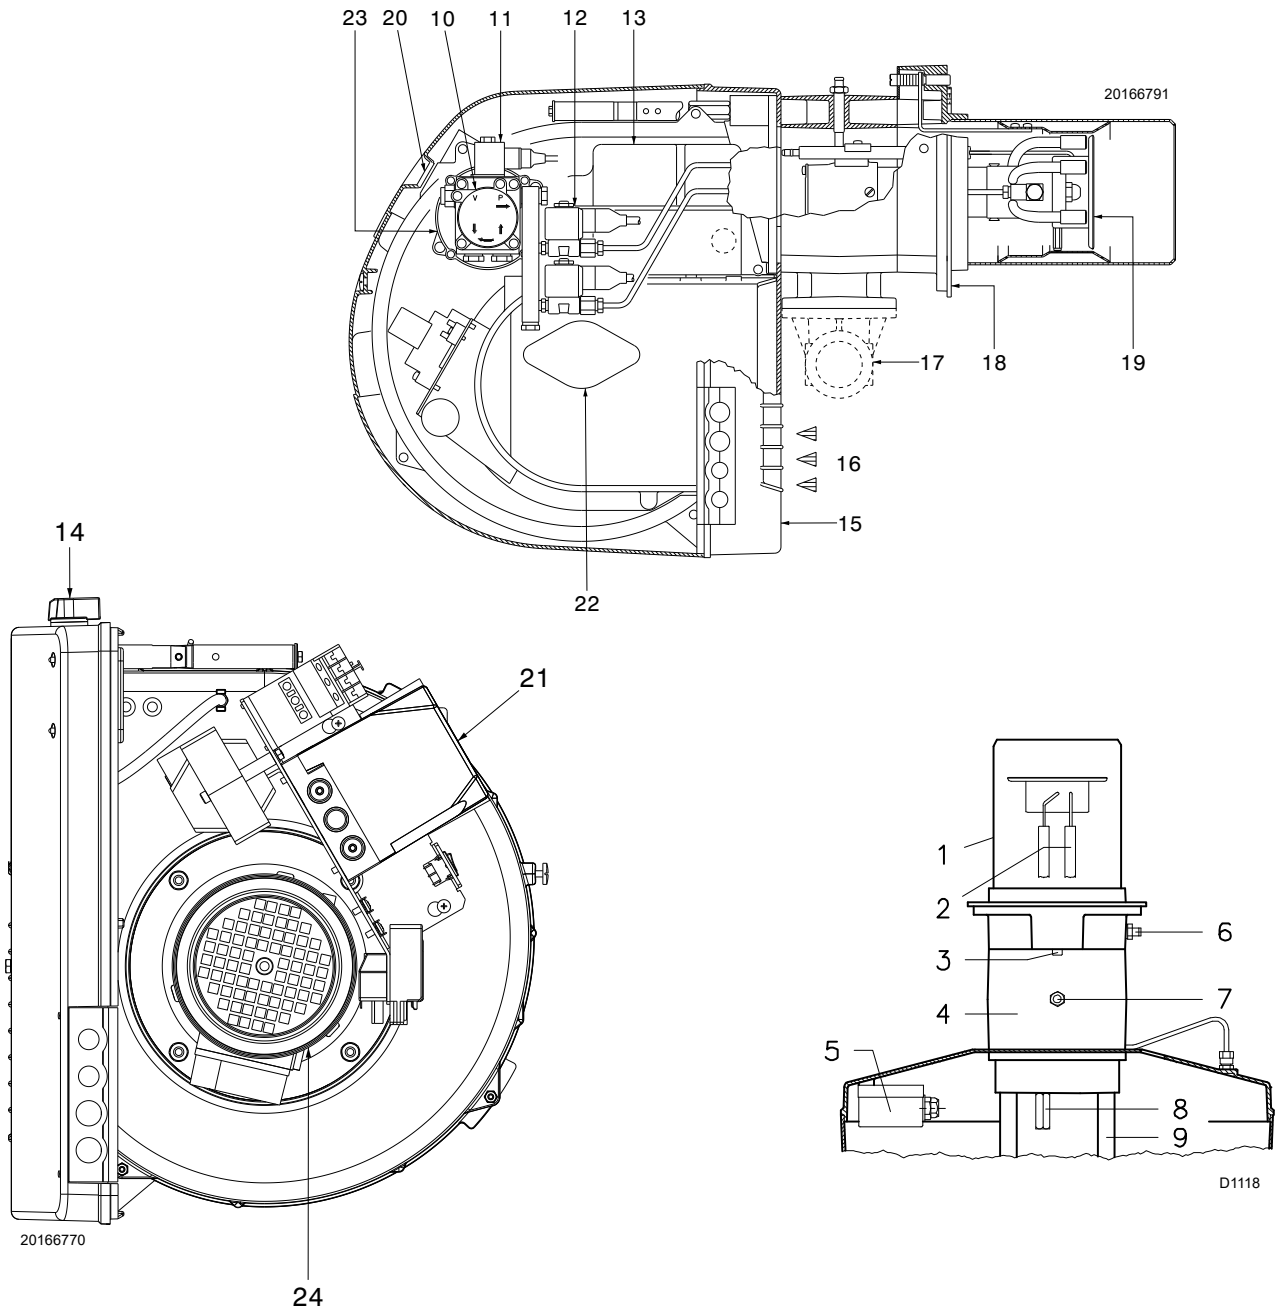

Fig. 4
(1) Conditions de référence : Température ambiante 20° C - Température du gaz 15° C - Pression barométrique 1 013 mbar - Altitude 0 m s.n.m.
(2) Pression à la prise 7)(Fig. 4 à la page 13) avec pression zéro dans la chambre de combustion et à la puissance maximale du brûleur.
(3) Pression sonore mesurée dans le laboratoire de combustion du constructeur, avec le brûleur fonctionnant sur la chaudière d'essai, à la puissance maximale. La puissance sonore est mesurée grâce à la méthode en « champ libre », prévue par la norme EN 15036, et conformément à la précision de mesure « Précision : Category 3 », comme décrit par la Norme EN ISO 3746.
(4) Embout : court-long